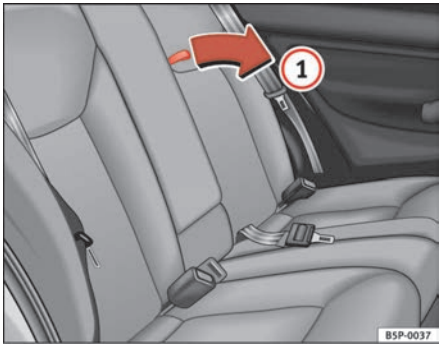

Fig. 110 Opening the rear drink holders
– To open, pull the loop in the direction of the arrow ⇒ page 140, fig. 110 (1).